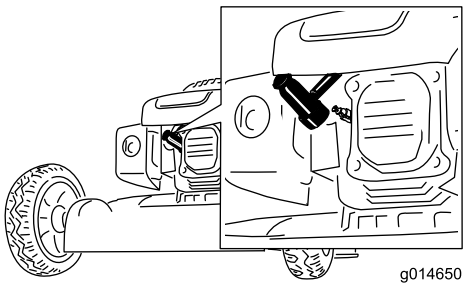

Figur 23
2. Lossa tändkabeln från tändstiftet (Figur 23) innan du utför underhåll.